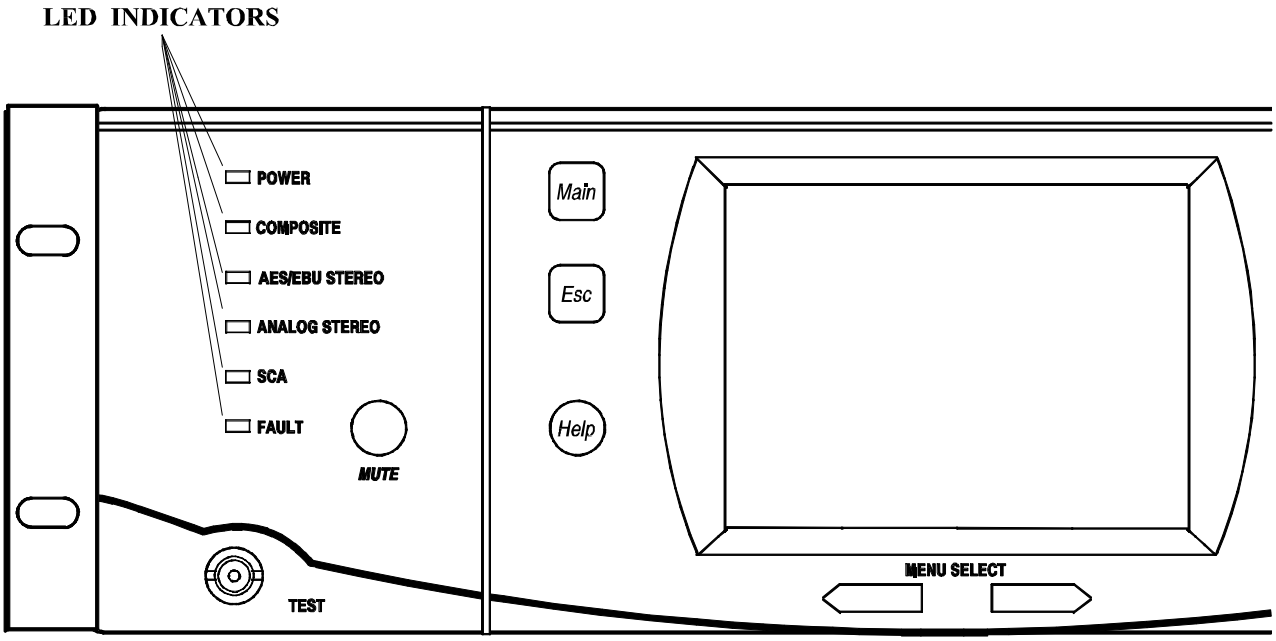

Figure 2, Front Panel
a. **Front panel**: (Refer to Page 1-4, Figure 2)